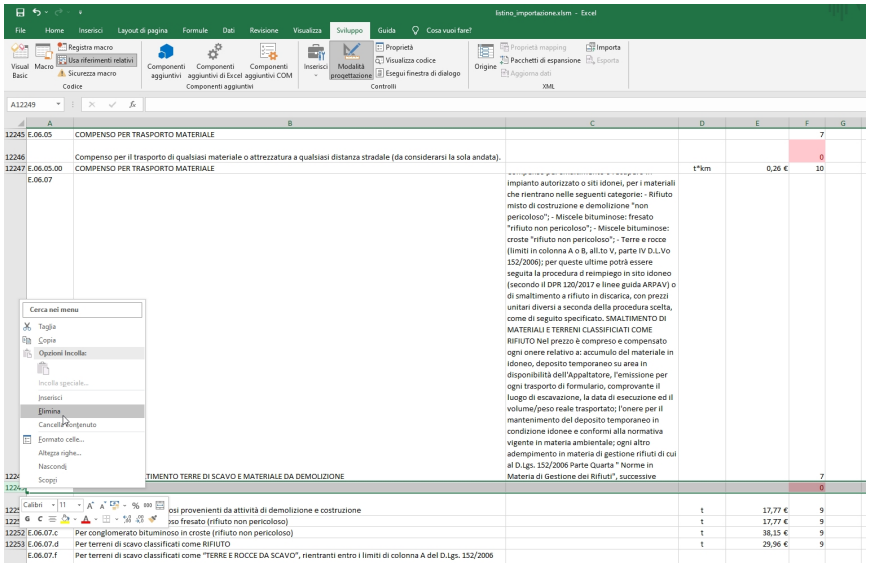

Figura 33: Eliminazione riga vuota
- Tasto destro mouse e poi "Elimina" per eliminare la riga vuota. Figura 33;